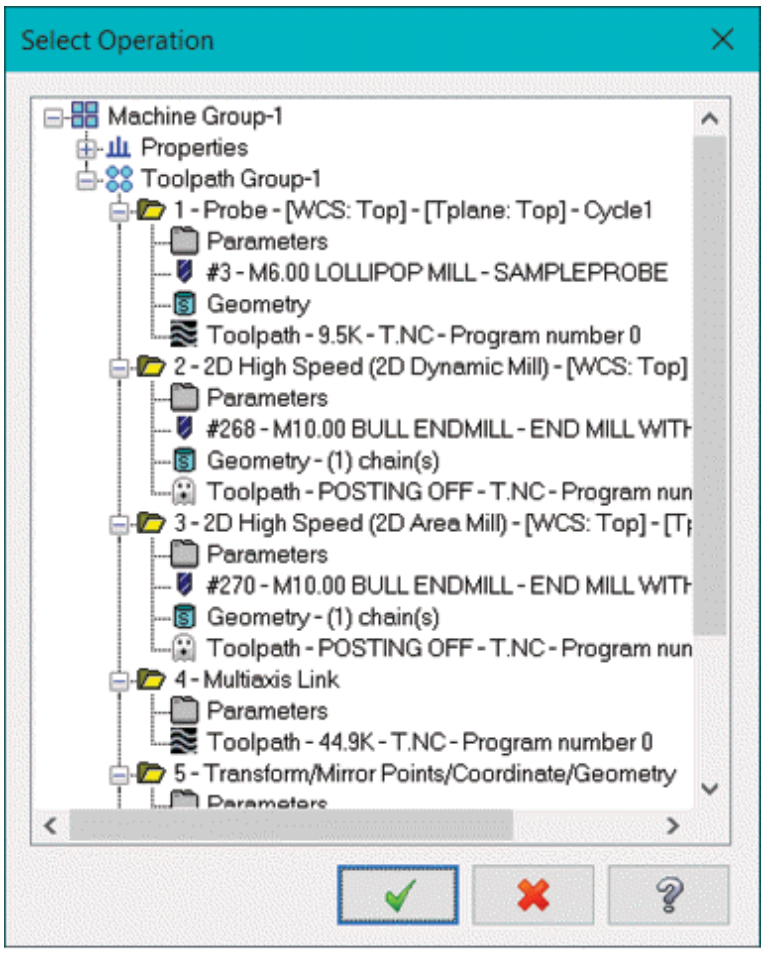

Figure-27. Select Operation dialog box
- Click in the selection box for **Original tool path** from the **Input** area to select desired toolpath for conversion. The **Select Operation** dialog box will be displayed; refer to Figure-27.